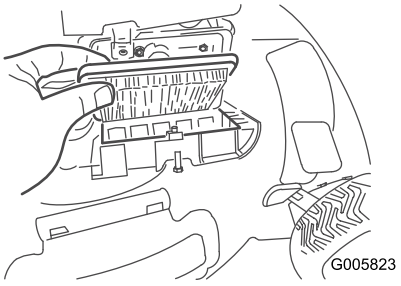

Figur 18
2. Byt ut luftfiltret (Figur 18).